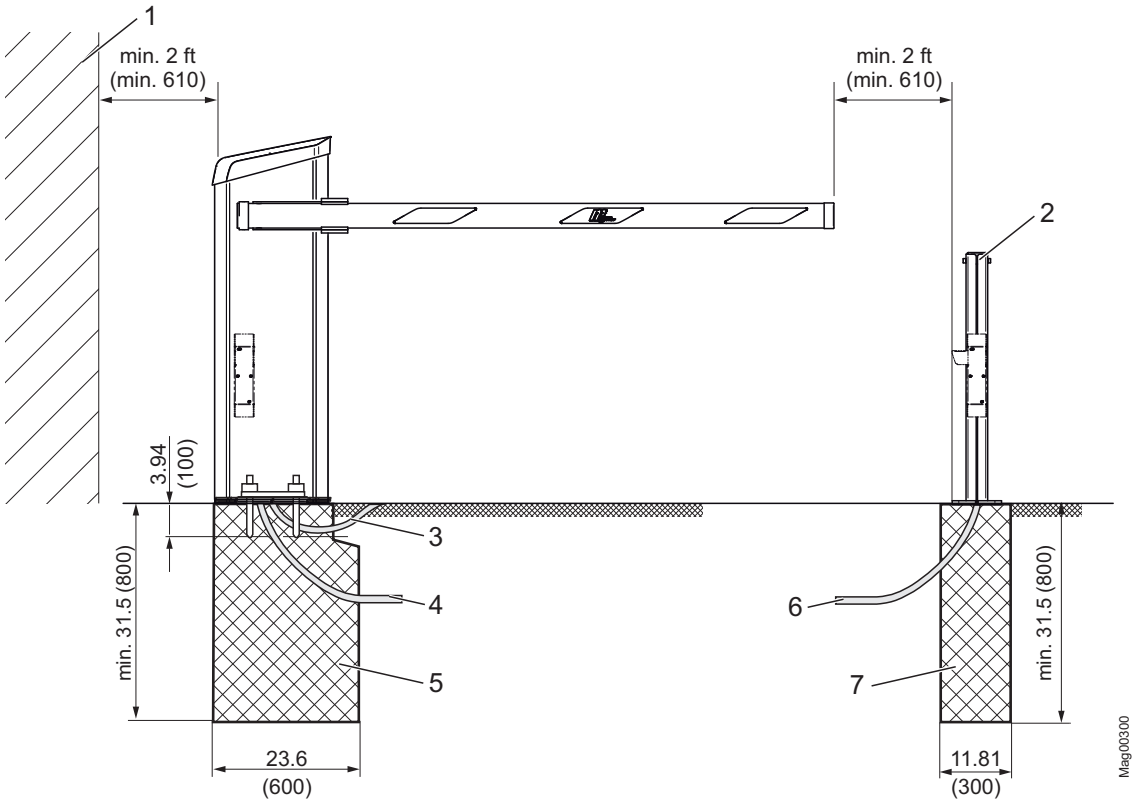
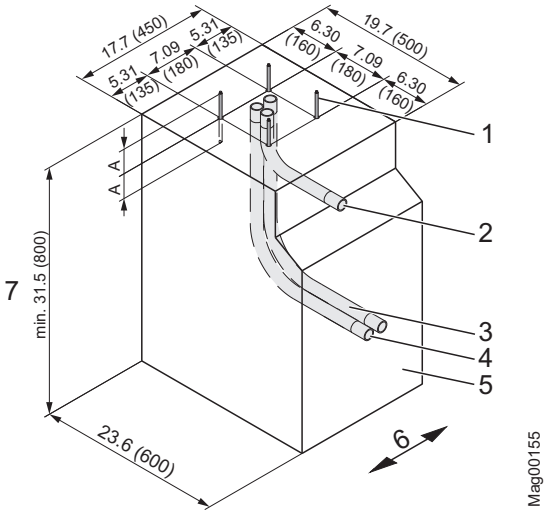
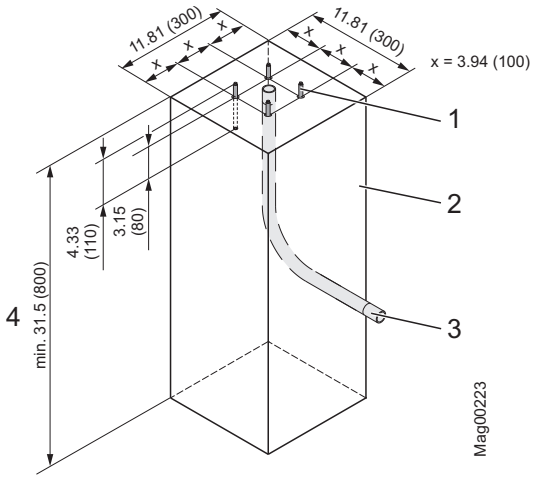

Fig. 10: Assembly barrier system
Fig. 11: Foundation plan
Fig. 14: Foundation plan for light barrier post
- Assemble and install barrier system according to Fig. 10.
→ See page 25, chapter 2.7 and page 43, Fig. 10.
→ See page page 43, Fig. 10 and page 45, Fig. 11.
→ See page 45, Fig. 11.
1. Dig foundation hole pursuant to Fig. 10 and Fig. 11.
3. Place empty conduits pursuant to Fig. 11 in the foundation hole.
5. Fill concrete foundation pursuant to Fig. 10.
→ See page 43, Fig. 10 and page 48, Fig. 14.
1. Dig foundation hole pursuant to Fig. 10 and Fig. 14.
2. Place empty conduit pursuant to Fig. 14 in the foundation hole.
4. Fill concrete foundation pursuant to Fig. 14.
1. Cut a 1.97 in (50 mm) deep groove into the surface or asphalt using a cutting disc. The groove must be equally deep at every point. According to Fig. 14 the corners of the groove must be cut in a 45° angle.